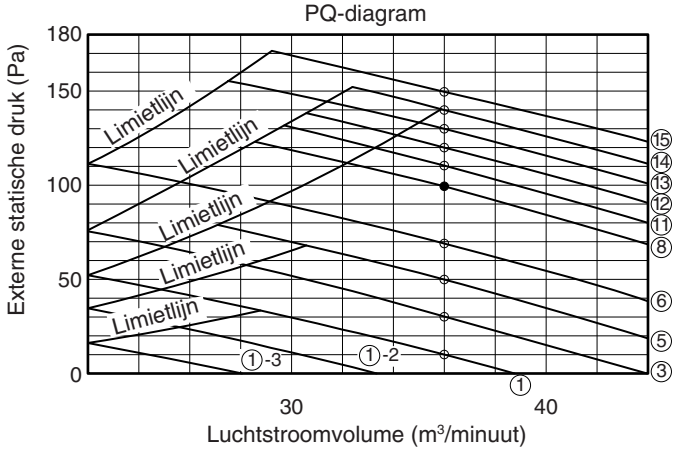

Afb. 8-2
(2) Als de instelling correct wordt gemaakt, kan de controle worden uitgevoerd terwijl het systeem ongeveer 3 minuten werkt. Als de instelling buiten bereik ligt, wordt de instelling gewijzigd (maximaal 30 minuten). Als de instelling niet wordt voltooid na 31 minuten, moet u controleren of de luchtsnelheid is ingesteld op “H”.
(3) Zie voor de relatie tussen de waarde van itemcode “b0” en de externe statische druk de tabel 8-2 en Afb. 8-2.
(4) Bij groepsbediening (meerdere binnenunits aangesloten op één bedrade afstandsbediening), moet u op elke binnenunit instellen itemcode “b0” instellen.
- **U moet controleren of de externe statische druk binnen het bereik voor gebruik valt en dan de instelling maken. Doet u dit niet, dan kan er te weinig luchtstroom zijn en kan er waterlekkage optreden. Raadpleeg Afb. 8-2 voor het instelbereik van de externe statische druk.**
3. Sluit de juiste kortsluitpennen kort voor de geselecteerde keuzemogelijkheid (Afb. 8-2).
Zie tabel 8-2 en Afb. 8-2 en kies een waarde tussen "0001" en "0015".